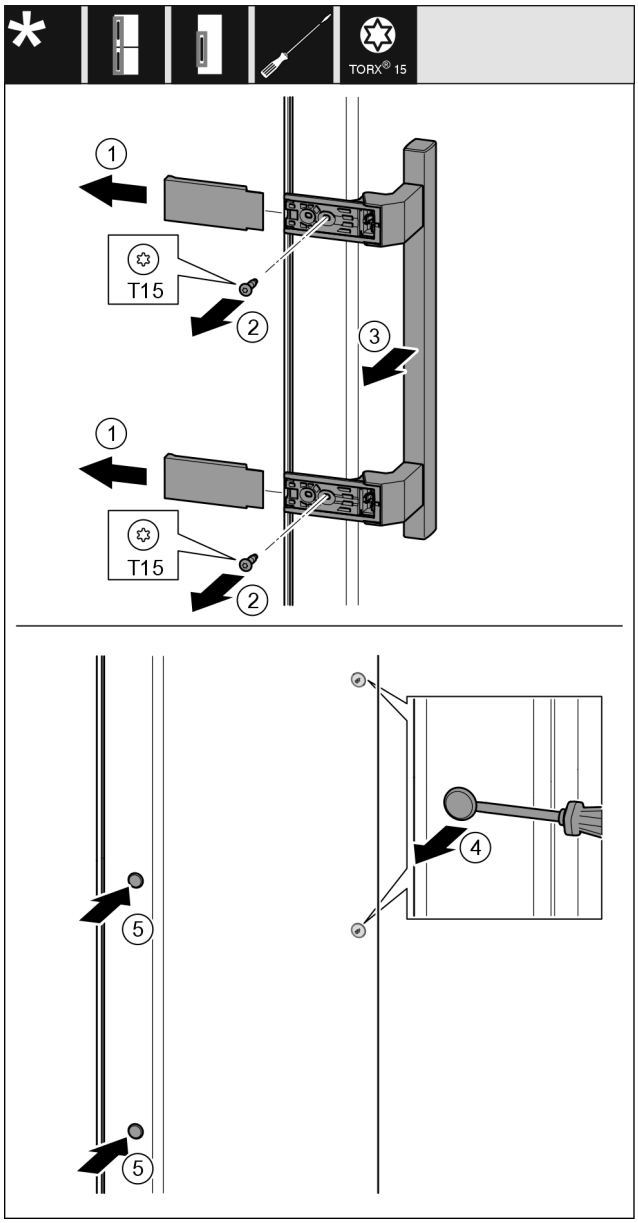

*Fig. 10*
- ▶ Desprindeți capacul. *Fig. 10 (1)*
- ▶ Desfaceți și demontați șuruburile cu șurubelnița Torx 15. *Fig. 10 (2)*
- ▶ Detașați mânerul. *Fig. 10 (3)*
- ▶ Ridicați și scoateți dopul lateral cu precauție cu o șurubelniță plată. *Fig. 10 (4)*
- ▶ Montați din nou dopul pe cealaltă parte. *Fig. 10 (5)*